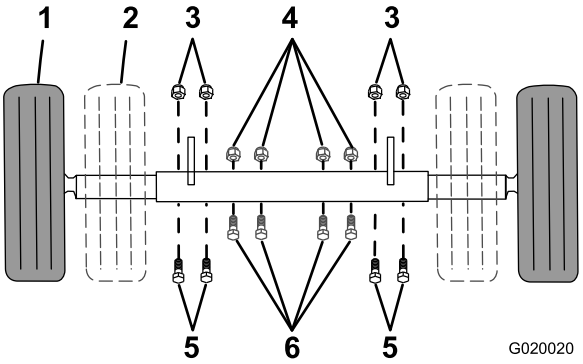

Figure 29
1. Support point (2)
4. Remove the bolts and nuts that secure the inner axle to the outer axle (Figure 29).
- Slide each side of the axle inward to the narrow position (Figure 29).
- Slide each side of the axle outward to the wide (tow) position (Figure 29).
7. Insert the bolts through the axle holes (Figure 29).